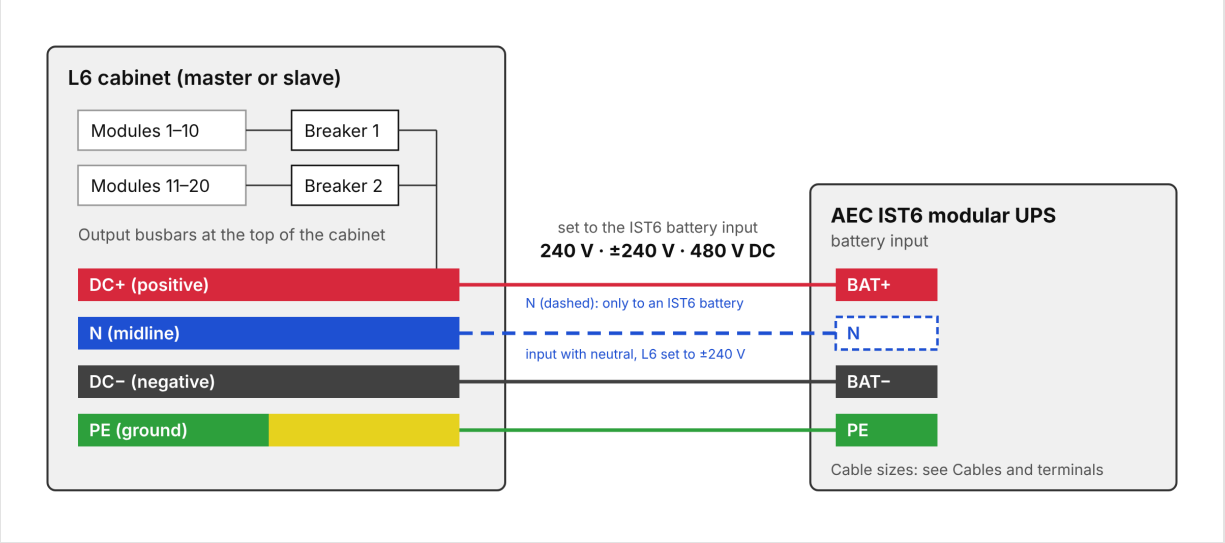

FIGURA 3-28 Collegamenti di potenza — un armadio L6 collegato all'AEC IST6 (è illustrato l'armadio da 40 / 50 Ah)
3. Collegate la barra N solo se l'ingresso batteria dell'IST6 ha il neutro (punto centrale) e l'L6 è impostato a ±240 V con punto centrale (Sezione 2.2). Altrimenti lasciate N non collegato (Figura 3-28).